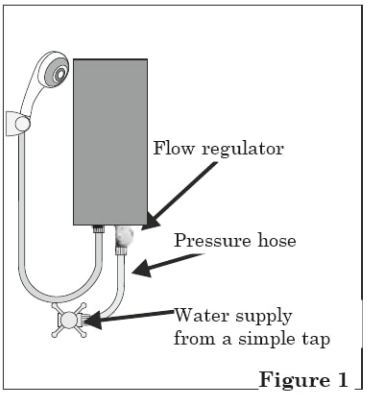
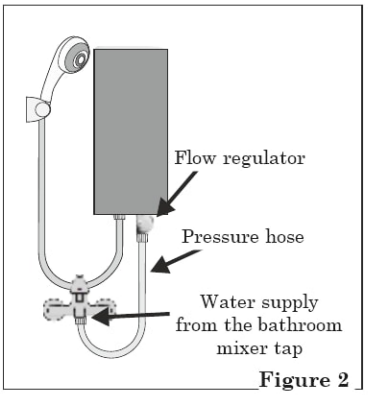
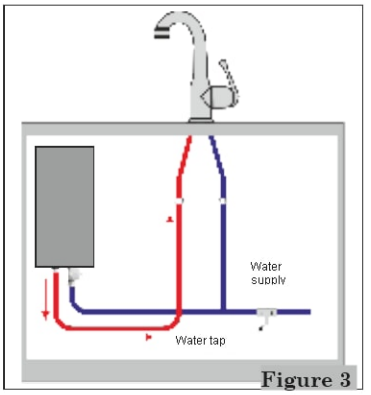

Figure 1
Figure 2
Figure 3
***Hydraulic connection with free outlet for the supply of hot water to one point of use (Figure 1 & Figure 2). Hydraulic connection of the "pressure" line type for the supply of hot water to one point of use (Figure 3).***